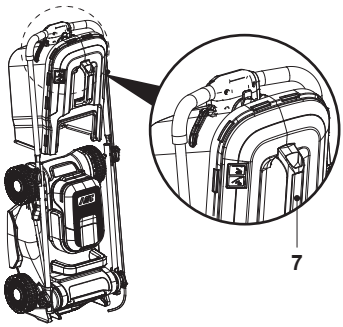

Rys. 24
8. Zaleca się przechowywanie kosiarki z zamontowanym koszem na trawę (7) oraz zainstalowaną wkładką mulczującą (23) (rys. 24).